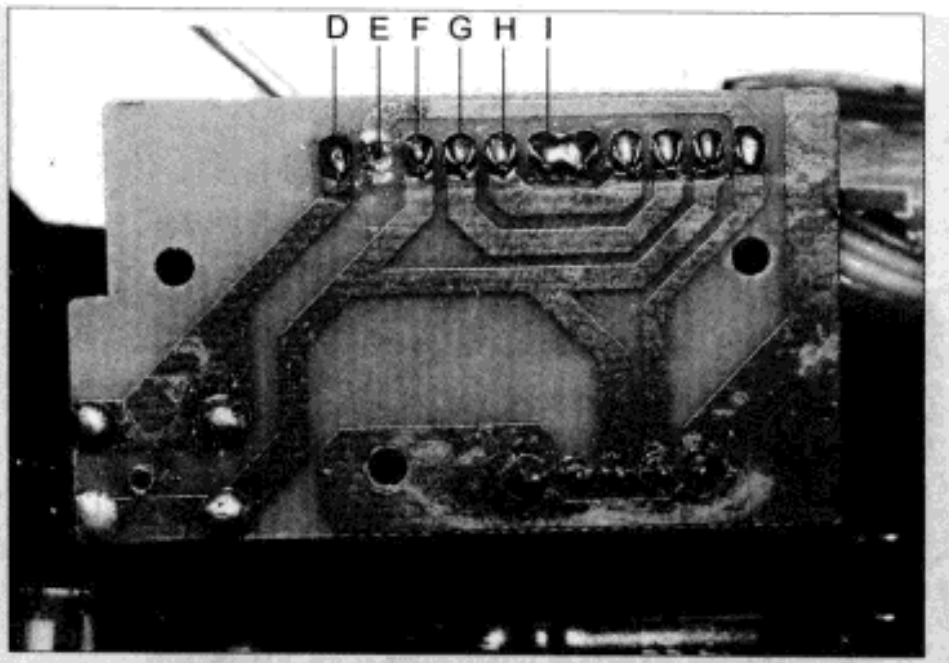
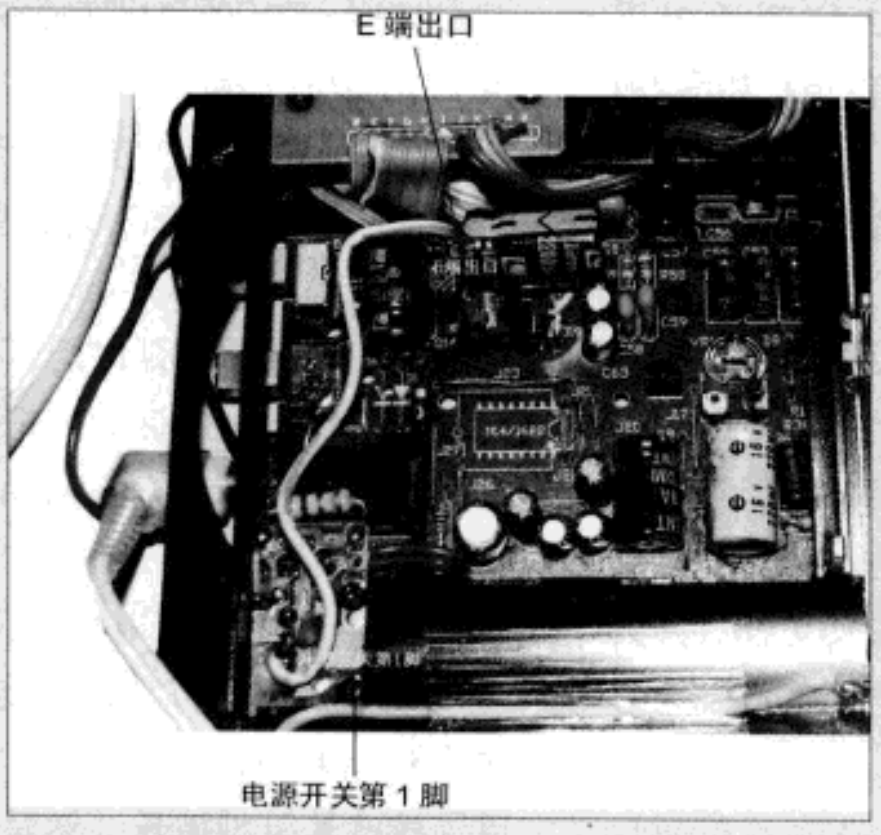
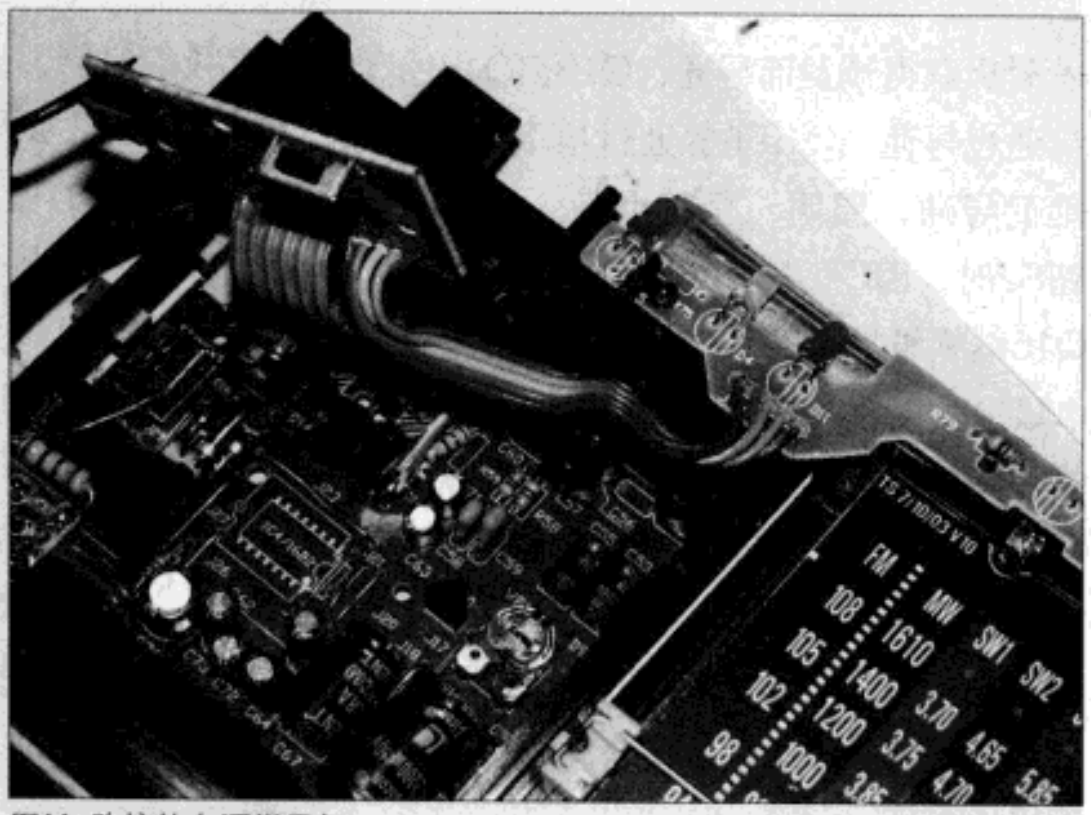

图9 照明开关板上E线的位置
图10 从主板上E线的引出端接一根导线到电源开关上
图11 改接的电源指示灯
9. 把延时输出端改接到用于控制收音机电源。照明开关板与主板之间的连线标号为：D、E、F、G、H、I，一共6根，其中的E线为延时电路输出端，因此只要卸下E连线，然后从主板上的E线的引出端引一根导线，接到电源开关的第1脚（在电路板上1脚和2脚已经被合并在一起）上即可，如图9、图10所示。改接的电源指示灯如图11所示。